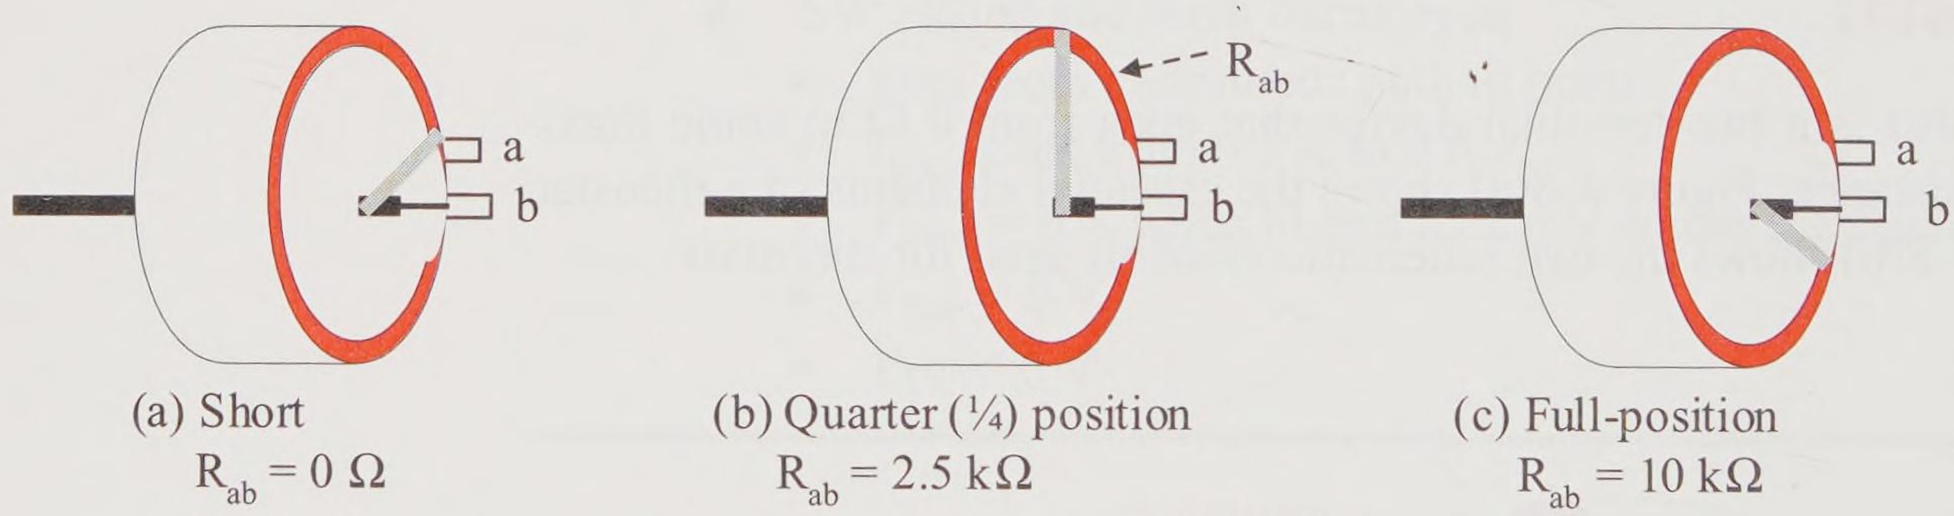

Figure 4-9 10 kΩ rheostat in three different positions
Figure 4-9 demonstrates the solution to this example.
a. Figure 4-9(a) shows the wiper arm not rotated and resting at the *a* contact position. Follow the path from terminal *a* to terminal *b*. What do you encounter? Terminal *a* connects to the wiper arm and then directly to the *b* connector. This is strictly a conductive path without any resistive material encountered. The ideal resistance of this conductive path is 0 Ω (or a short). Thus, $R_{ab} = 0\ \Omega$.
b. Figure 4-9(b) shows the wiper arm in the quarter position. Follow the path from terminal *a*, through a fourth of the resistance, to the wiper arm and then to terminal *b*. A fourth of the resistive material is encountered. Thus,
c. Figure 4-9(c) shows the wiper arm fully turned to its maximum position. Follow the path from terminal *a*, through all of the resistance, to the wiper arm and then to terminal *b*. All of the resistive material is encountered. Thus,